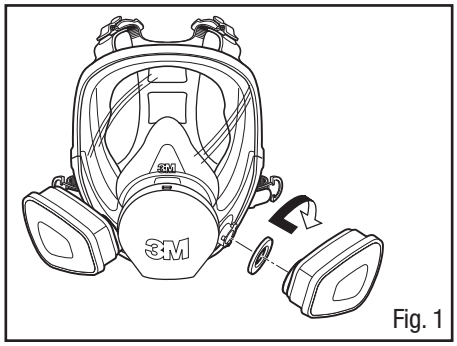

Fig. 1
3. Repita con el segundo cartucho (Fig. 1).